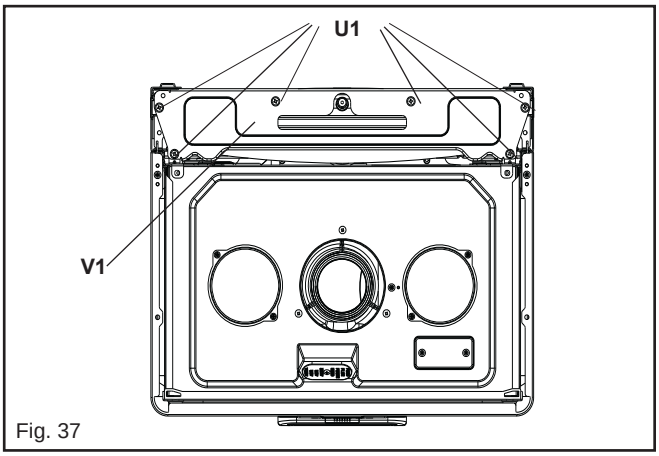

Fig. 37
6.18.1 EXPANSION VESSEL REMOVAL (with sufficient clearance above, fig. 37)